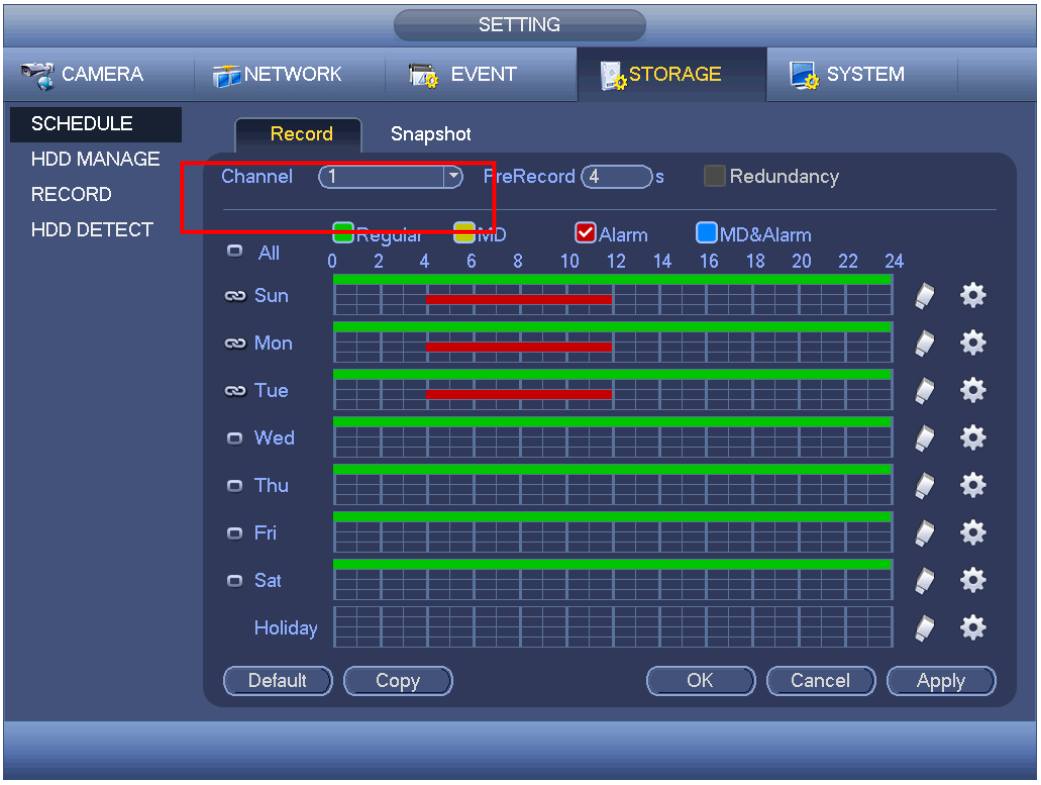

Figure 4-150
- In main menu, from Setting->Camera->Encode->Schedule interface, please enable snapshot function. See interface on the right of Figure 4-150.